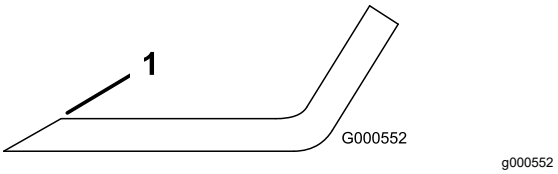

**Figur 79**
1. Bruk en fil til å slipe eggen i begge ender av kniven (Figur 79).
**Merk:** Hvis kniven ikke er i balanse, filer du bort litt av metallet på enden av vingeområdet (Figur 79).